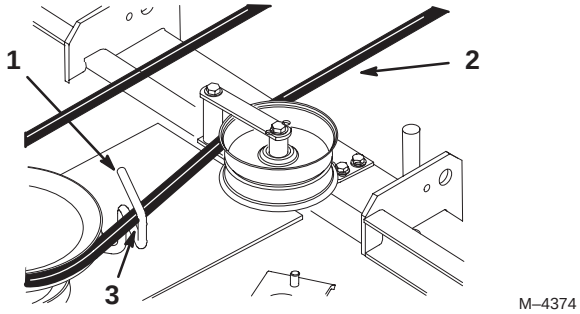

Figure 70
11. Pivotez le guide-courroie à l'arrière de la tondeuse pour l'éloigner de 3–7 mm (1/8–1/4") du côté vertical de la courroie de PdF (Fig. 70).